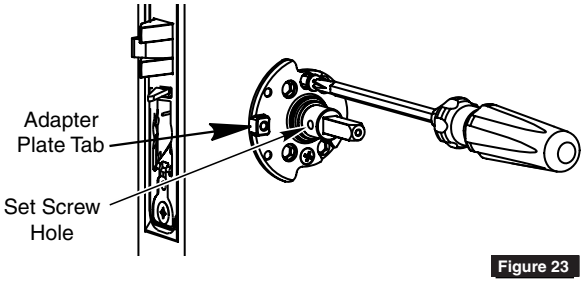

Figure 23
10. Slide inside adapter plate over spindle and install using two adapter plate mounting screws. (Figure 23)